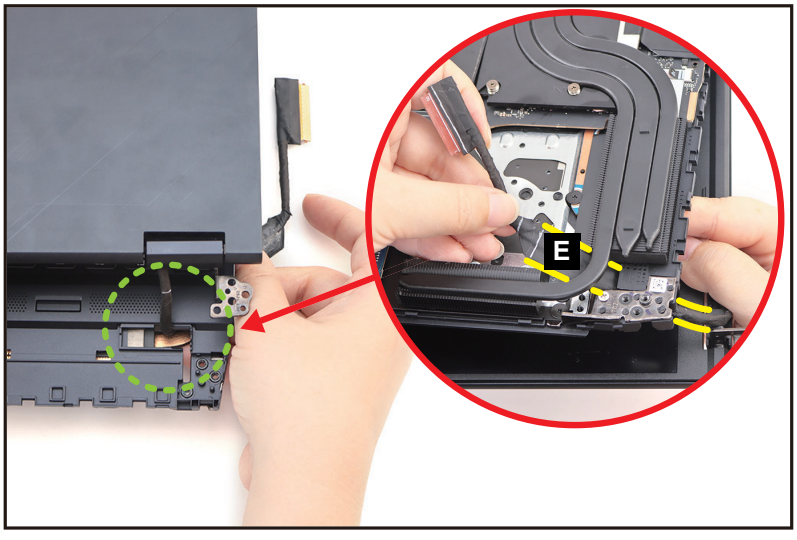

Figure 1-39. LCD Module Removal
4. Unroute the LCD cable (E) from the opening on the top assembly and LCD hinge as shown in Figure 1-39. Then remove the LCD module away from the top assembly.